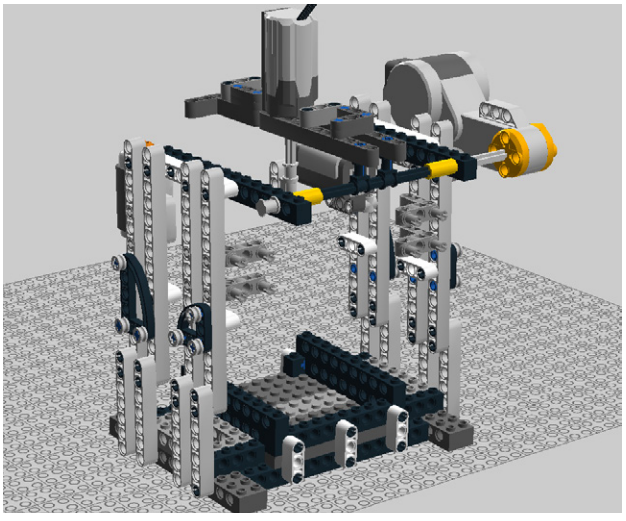

Figure 5-67. *Step 60: Admire your work*
60. Wow, that looks great! At least it does if it looks like Figure 5-67! Let's keep going.